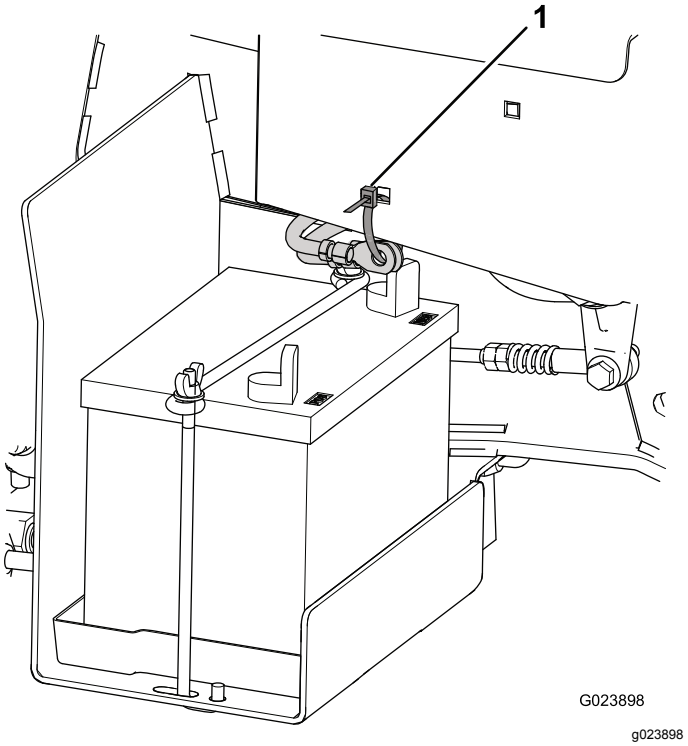

**Рисунок 4**
1. Отрежьте и удалите в отходы кабельную стяжку, которая крепит кабели аккумуляторной батареи к раме (Рисунок 4).